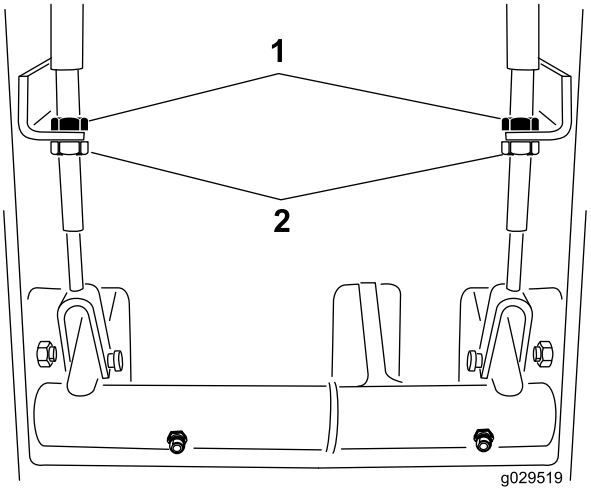

Figur 74
2. Hvis du vil redusere frigangen til bremsepedalene, løsner du de fremre låsemutterne på gjengeenden på bremsekabelen (Figur 74).